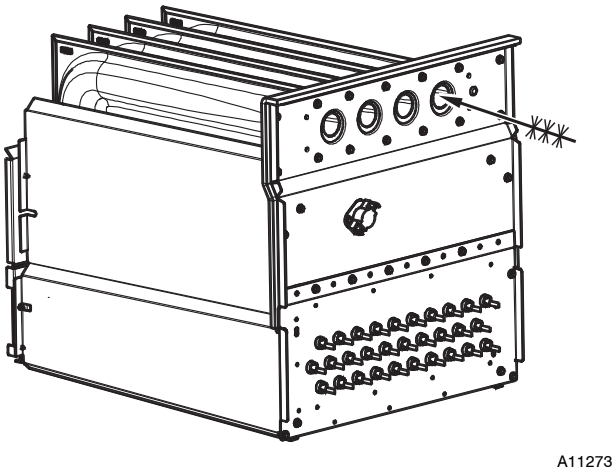

Fig. 60 - Nettoyage de la cellule de l'échangeur thermique
7. Nettoyez les ouvertures de l'échangeur thermique à l'aide d'un aspirateur et d'une brosse douce. Consultez la fig. 60.